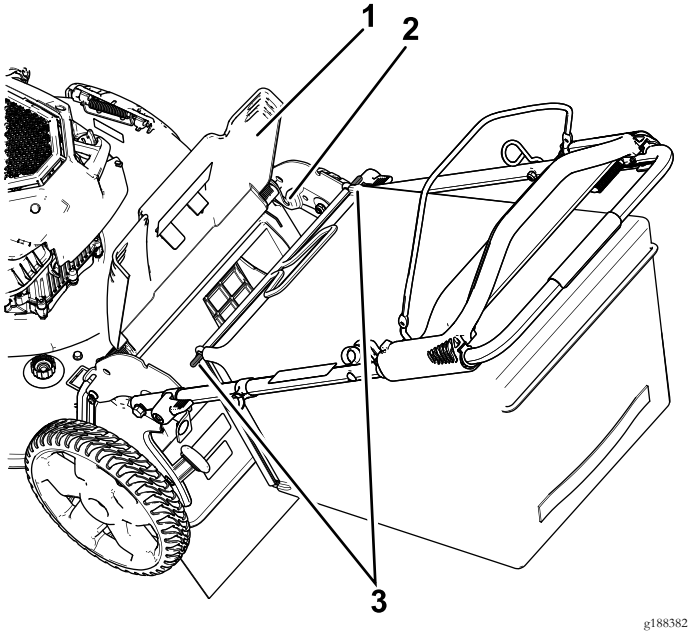

Figur 17
1. Løft bagpladen, og hold den oppe (Figur 17).
2. Monter græsposen, og sørg for, at tapperne på posen sidder i hakkerne på håndtaget (Figur 17).